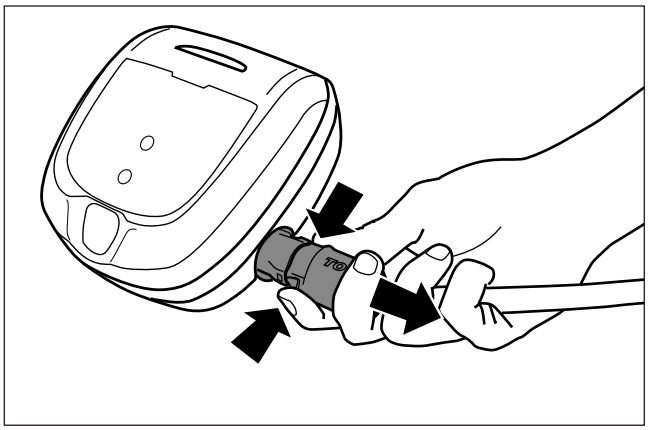

Figura 9. Desenchufe
3. Desconecte la alimentación del limpiador en la caja de control (Figura 9).